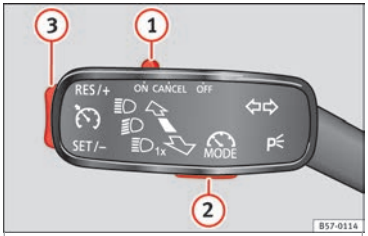

Fig. 187 On the left of the steering column: control and buttons to operate the speed limiter.
If you wish to temporarily switch off the speed limiter, e.g. to overtake, move control ››› Fig. 187 (1) of the turn signal lever into position **CANCEL** or the third lever into pressure point **CANCEL** or press button (2) on any lever.